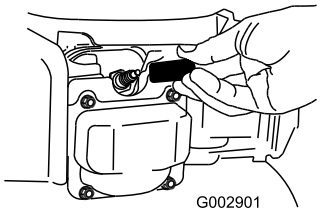

Figuur 36
2. Trek de bougiekabel los van de bougie (Figuur 36) voordat u onderhoudswerkzaamheden uitvoert.